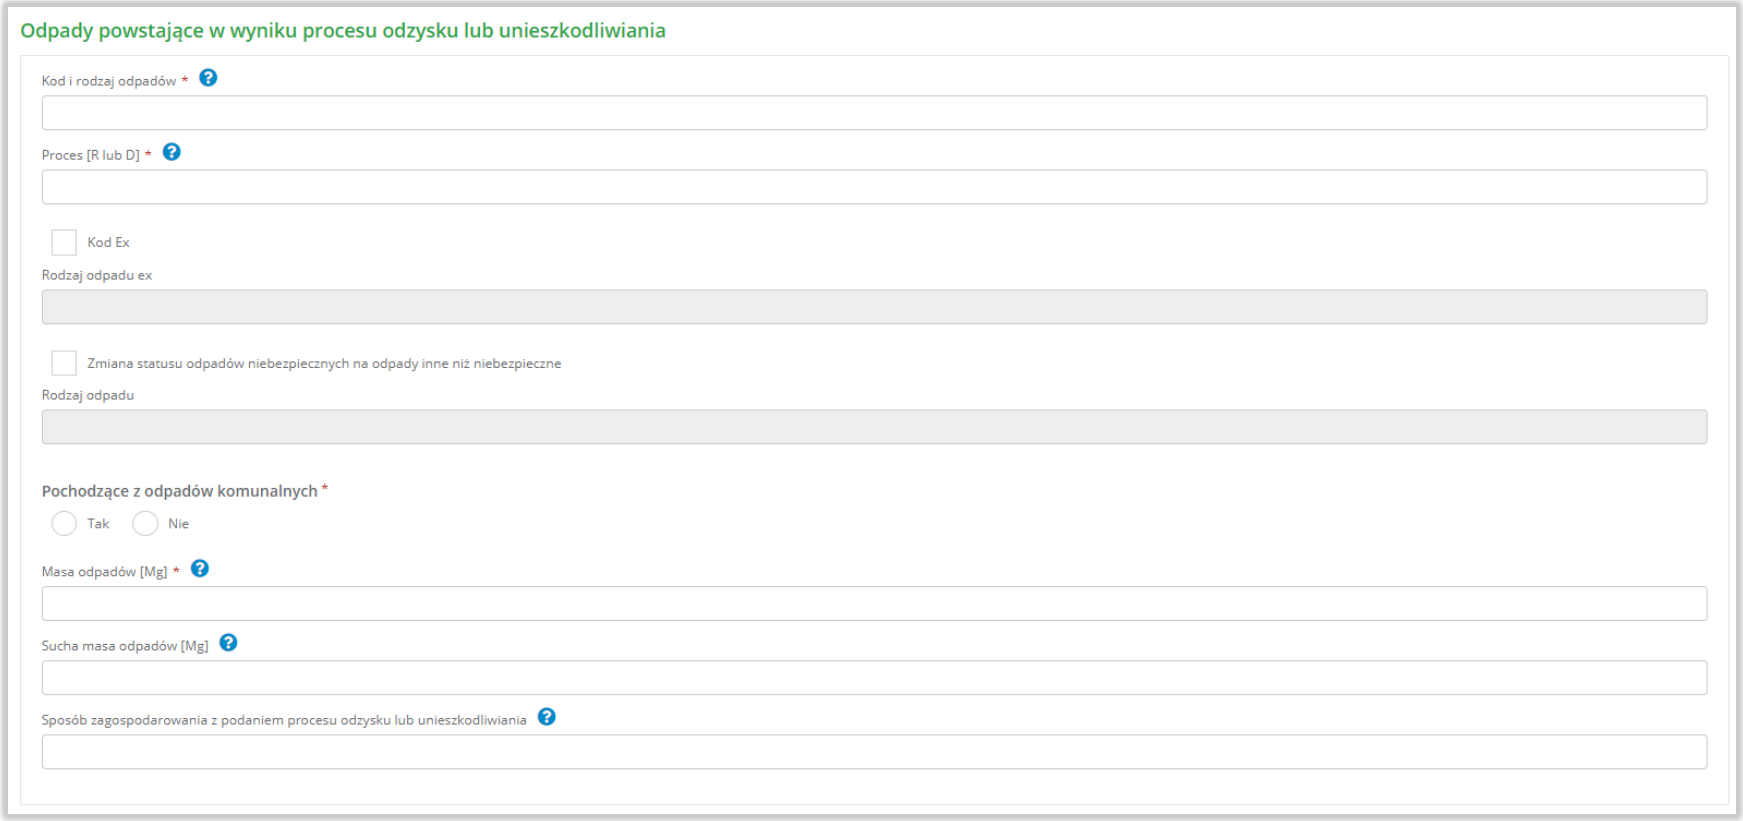

Rysunek 24 Formularz dodania informacji o odpadach powstających w wyniku procesu odzysku lub unieszkodliwiania
- sposób zagospodarowania z podaniem procesu odzysku lub unieszkodliwiania. **[RYSUNEK 24]**